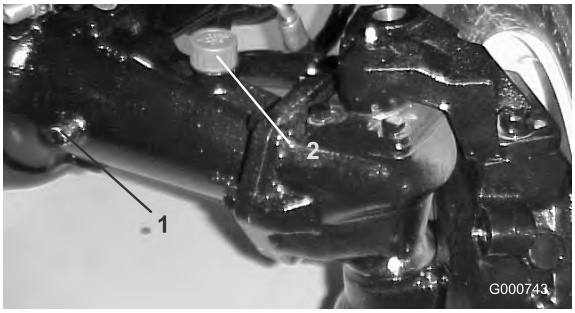

Figura 67
2. Retire um tampão de verificação (Figura 67) de uma das extremidades do eixo e certifique-se de que o lubrificante chega ao nível do orifício. Se o nível estiver baixo, retire o tampão de enchimento (Figura 67) e adicione lubrificante suficiente para ficar ao nível dos orifícios do tampão de verificação.